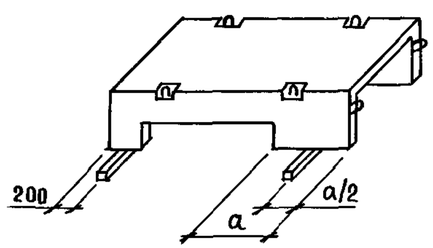
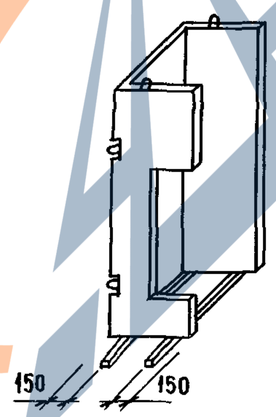

Рис. 3
Рис.4
6.1. Блоки шахт лифтов могут храниться на складе как в горизонтальном (рис.3), так и в рабочем (вертикальном) положении (рис.4)